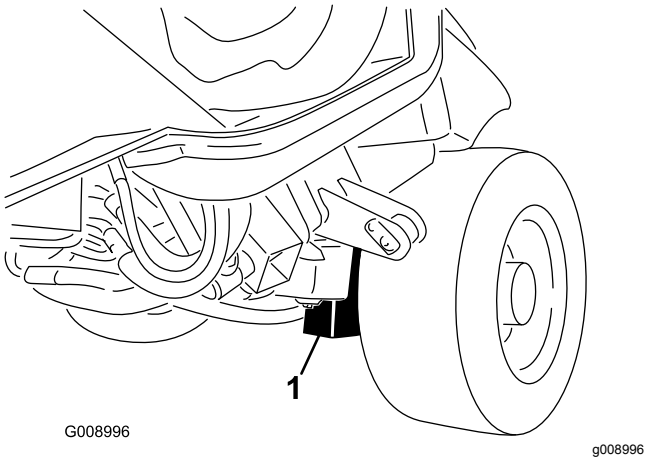

**Figur 81**
**Framtill på maskinen** – på ramen, på insidan av respektive drivhjul (Figur 81)